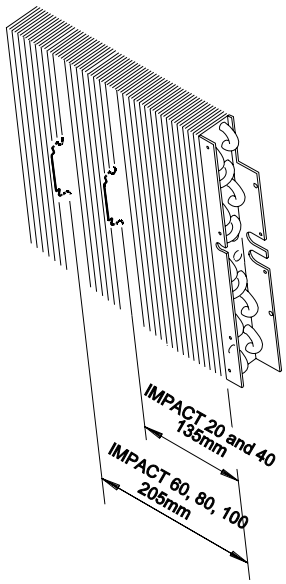

Fig. 1.
3. Remove the filter from the right hand end of the grille and measure the distance between the spring clip fitted to the coil and the coil end plate, (Fig. 1). If the spring clip is at the correct distance, i.e., 135mm for IMPACT 20 and 40, 205mm for IMPACT 60, 80 and 100, continue from instruction 4. If the distance is incorrect, move the spring clip as follows: